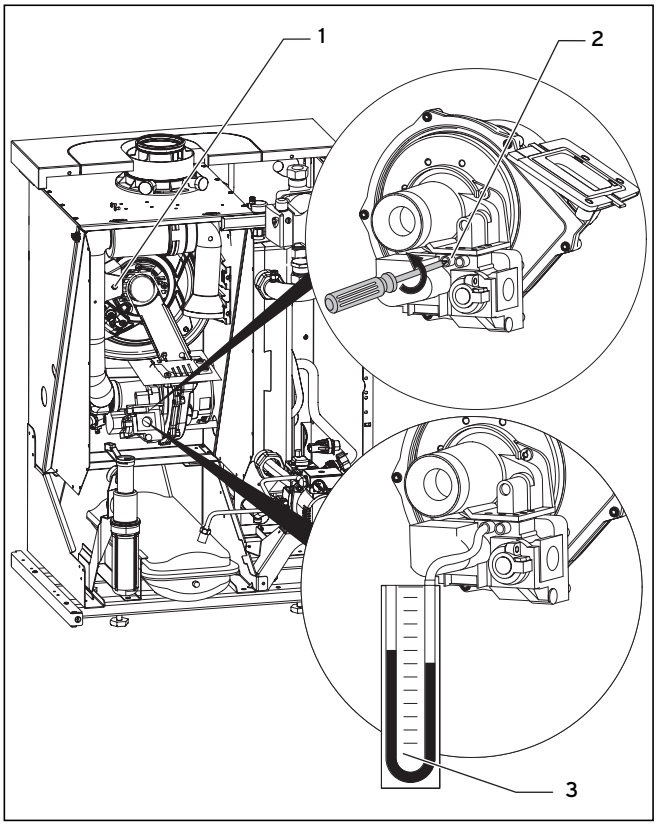

Rys. 7.3 Mierzenie ciśnienia na przyłączu (ciśnienie hydrauliczne gazu)
- Zamknąć złączkę pomiarową (**2**, Rys. 7.3) korkiem gwintowym.
- Unieść rurę ssawną powietrza i zamocować ponownie śrubami (**1**, Rys. 7.3).